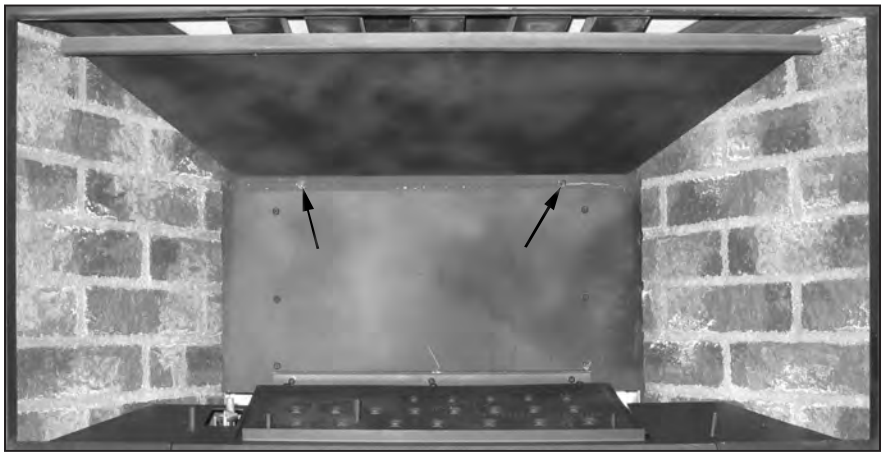

Figure 38: Brick Panel Installation.
7. Remove the two (2) T-20 screws holding the bottom of the baffle (shown in Figure 38).